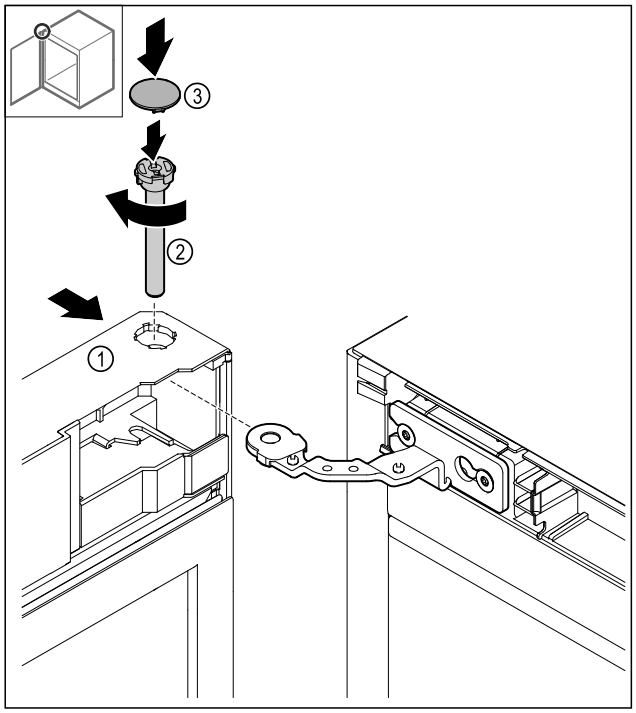

Fig. 47
▶ Glisați ușa *Fig. 47 (1)* sus pe balama.
▶ Introduceți bolțul *Fig. 47 (2)* și strângeți-l ferm în sens orar.
▶ Așezați capacul *Fig. 47 (4)*.